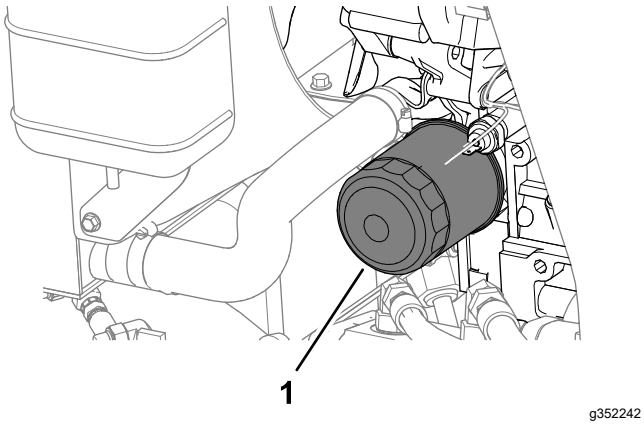

Rysunek 74
4. Wyciągnij filtr oleju (Rysunek 74).